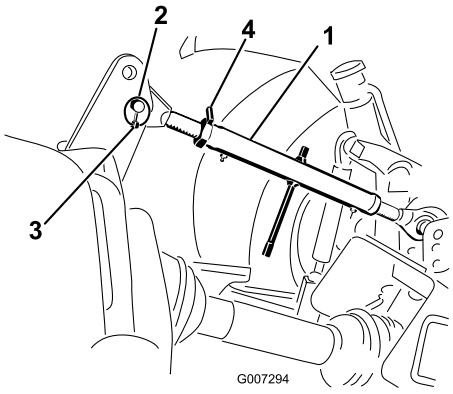

Figur 6
1. Tilslut den øverste forbindelse til det nederste hul i beslaget, og fastgør den med kædebolt og ringstift (Figur 6).
3. Drej den øverste forbindelse for at stramme forbindelsen. Juster den, indtil forenden af dybdelufterens stel er 90 grader i vandret position (Figur 6).